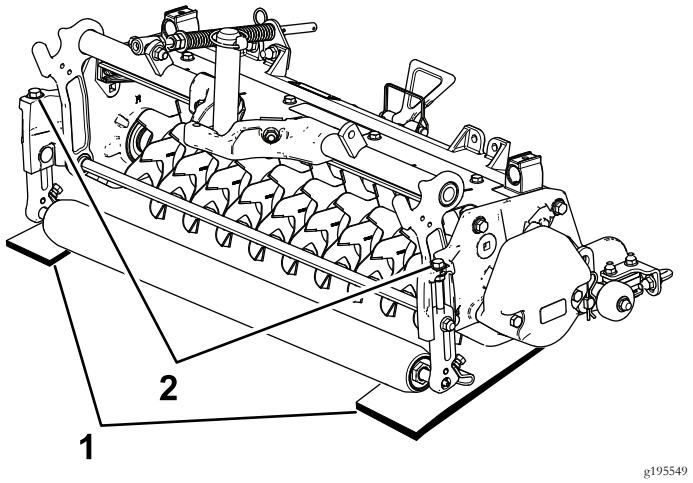

Bild 9
2. Legen Sie zwei Messlehren mit der gewünschten Bodeneindringung des Messers unter die Front- und Heckrolle der Vertikutierspindel (an jedem Ende der Spindel) (Bild 9).
3. Drehen Sie die Einstellschraube an jeder Schnitthöhenhalterung (Bild 9) so ein, dass die Messerspindeln an beiden Enden die flache Oberfläche berühren.